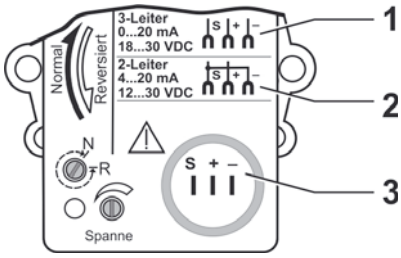

Fig. 6 : Raccordement électrique
- Pour un raccordement à deux fils 12 à 30 VDC (fig. 6, pos. 2)
- Pour un raccordement à trois fils 18 à 30 VDC (fig. 6, pos. 1)